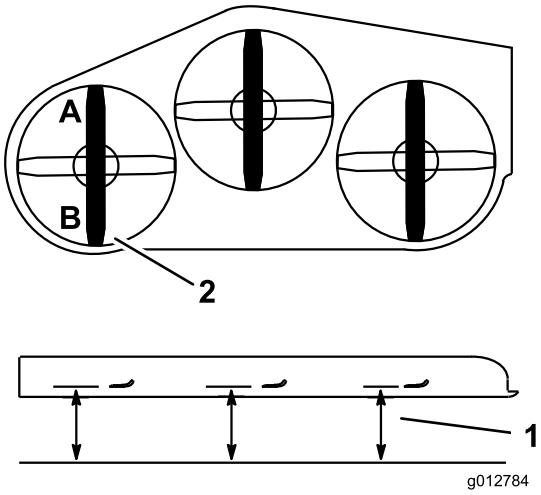

Figura 83
2. Meça a lâmina esquerda no local **A**, numa superfície nivelada à extremidade de corte da ponta da lâmina e registe esta medição (Figura 83).
3. Meça a lâmina esquerda no local **B**, numa superfície nivelada à extremidade de corte da ponta da lâmina e registe esta medição (Figura 83).
4. A lâmina do cortador deve estar de 6 a 10 mm abaixo na posição **A** do que na posição **B** (Figura 83). Caso isto não esteja correcto, proceda da seguinte forma.